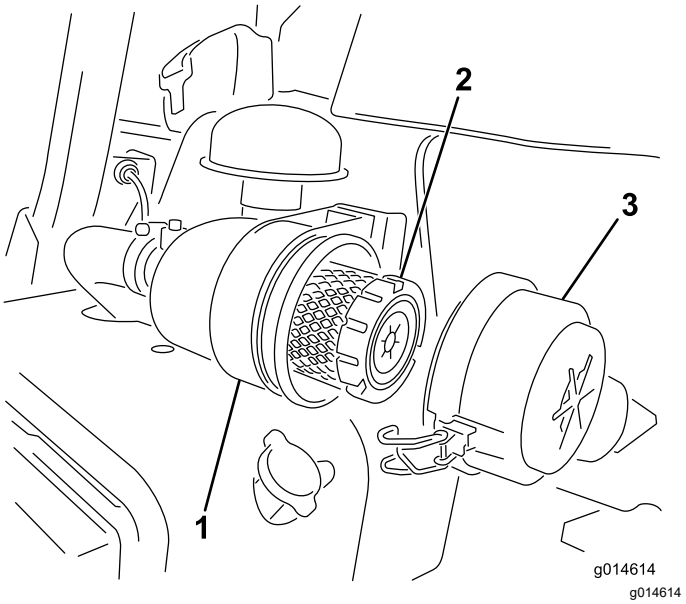

**Rysunek 28**
1. Zwolnij zaczepy mocujące pokrywę filtra powietrza do obudowy filtra powietrza (Rysunek 28).
7. Zamocuj za pomocą zaczepów (Rysunek 28).